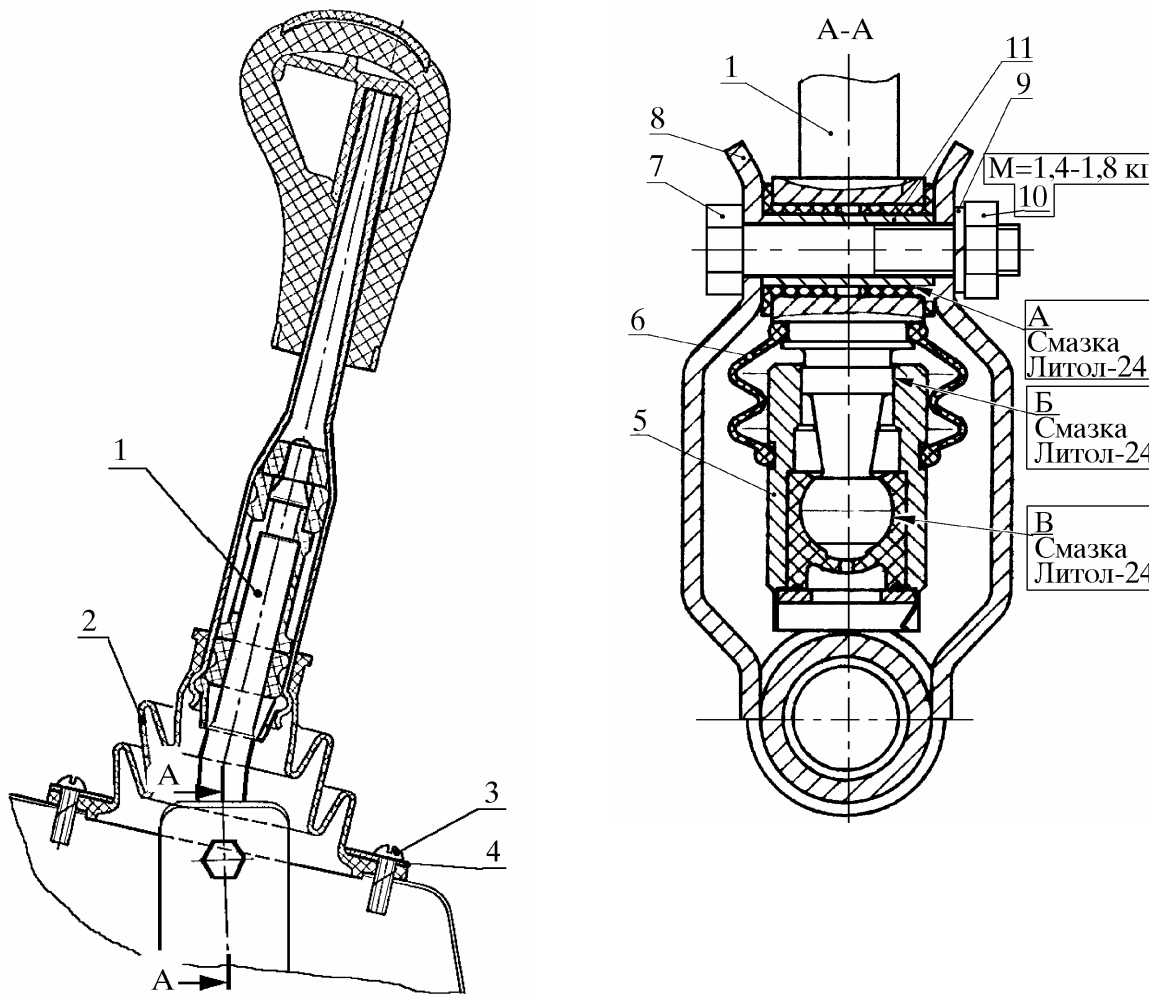

Рис. 33. Установка рычага КПП:
5.8.1. Установить рычаг 1 (рис. 33) переключения передач с втулкой во вкладыш тяги 5 управления, предварительно смазав поверхности А, Б, В смазкой Литол-24